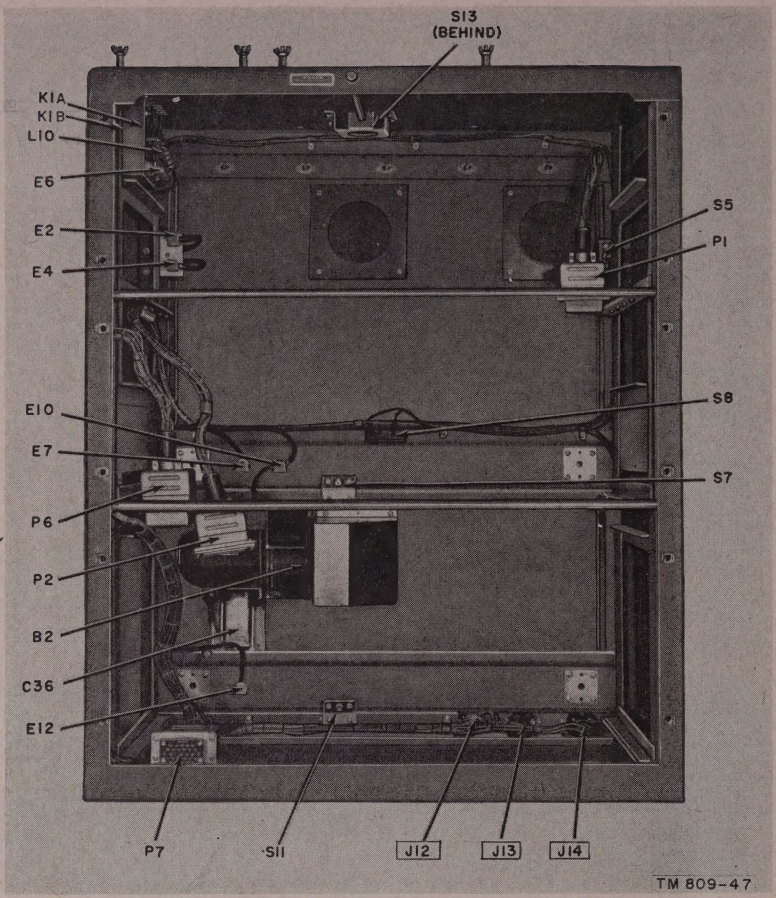

Figure 87. Transmitter housing, decks removed, basic model transmitters.
(1) The speech amplifier can also be checked by the method of signal substitution. Connect an audio oscillator to pin D of remote control receptacle J12 located at the rear of the transmitter housing (fig. 87). Set the oscillator to a frequency of 1 kilocycle (kc). Turn the 600 OHM LINE GAIN control fully clockwise for maximum gain. Use an input level of .015 volt. If this value is used, the stage-gain chart given in paragraph 35 can be used to check the grid, plate, and output voltages.
(2) To check the carbon microphone section of the speech amplifier, connect the audio oscillator between pin C and ground on CARBON MICROPHONE receptacle J11 on the front panel or to pin F and ground of J12 located on the rear of the housing. Set the oscillator for 1 kc. Turn the CARBON MIKE GAIN control fully clockwise for maximum gain. Use an input level of .028 volt. As in the case of the 600-ohm line input described above, refer to the stage-gain chart.